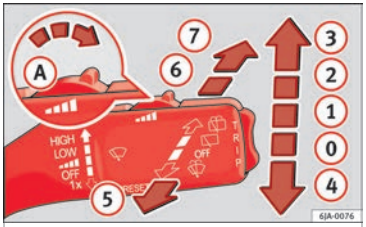

Fig. 56 Window wiper lever.
– Give the windscreen a **brief** wipe by moving the lever down to position (4) »» Fig. 56.
– Push the lever up to position (1) »» Fig. 56.
– With switch (A), adjust the wipe interval or rain sensor sensitivity.
– Push the lever up to position (2) »» Fig. 56.
– Push the lever up to position (3) »» Fig. 56.
– Pull the lever towards the steering wheel, position (5) »» Fig. 56, and the windscreen washer and wipers are switched on.
– Press the lever forward to position (6) »» Fig. 56 and the rear window wiper will run every 6 seconds.
– Press the lever fully forward to position (7) »» Fig. 56 and the rear window wiper and washer switch on at the same time.
– Release the lever. The rear window washer will stop and the rear window wipers will keep running for 1-3 wipes (depending on the jet operating time). **When released, the lever remains in position (6).** »
– Move the lever to position (0) ››› Fig. 56.
The headlight washers operate briefly if the dipped headlights or headlights are on and the lever is moved to position (5) ››› Fig. 56. The headlight washer system also operates every 10 windscreen wash cycles.